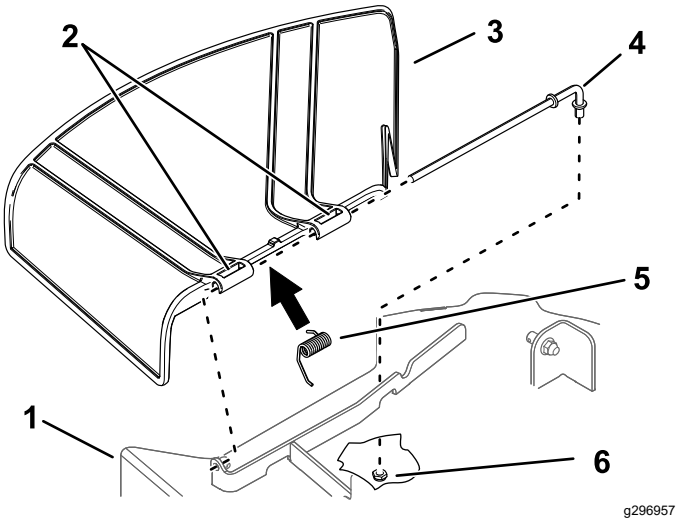

Figure 75
1. Retirez l'écrou (⅜") de la tige, sous le plateau de coupe (Figure 75).
2. Sortez la tige de la courte cheville de positionnement, du ressort et du déflecteur d'herbe (Figure 75).
4. Remettez en place le déflecteur d'herbe (Figure 75).
7. Insérez la tige dans le deuxième support du déflecteur d'herbe (Figure 75).
9. Fixez l'extrémité arrière de la tige dans le plateau de coupe à l'aide d'un écrou (⅜"), comme montré à la Figure 75.